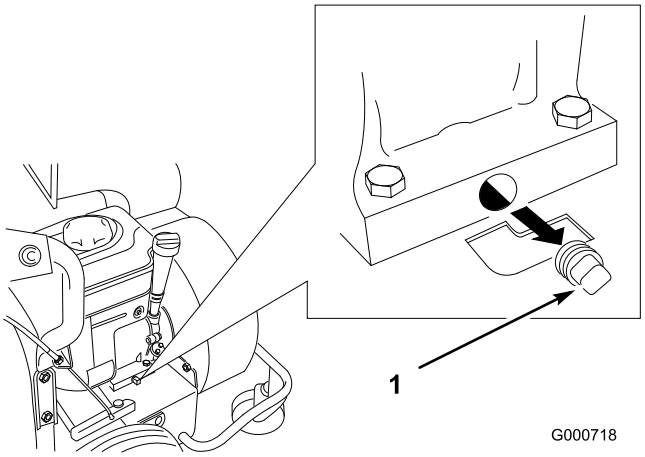

Figuur 27
4. Reinig de omgeving van de aftapplug (Figuur 27).